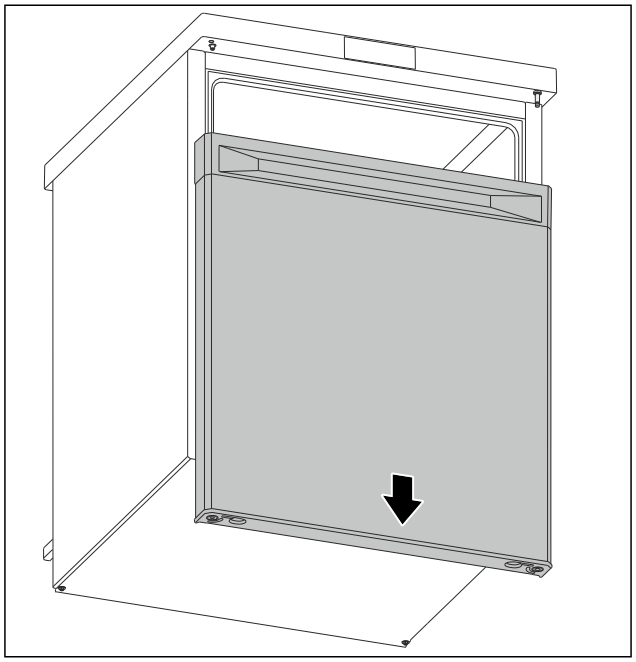

*Fig. 8*
▶ Remove the door downwards. (see Fig. 8)